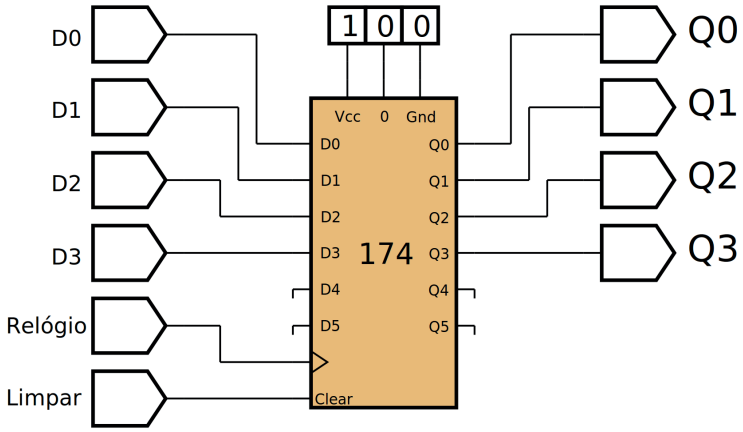

Figura 11.11 – Diagrama esquemático.
4. Utilize um programa de simulação em computador (SmartSim, Atanua, Qucs) faça a simulação do circuito da figura 11.11. Compare os resultados com a tabela 11.4.